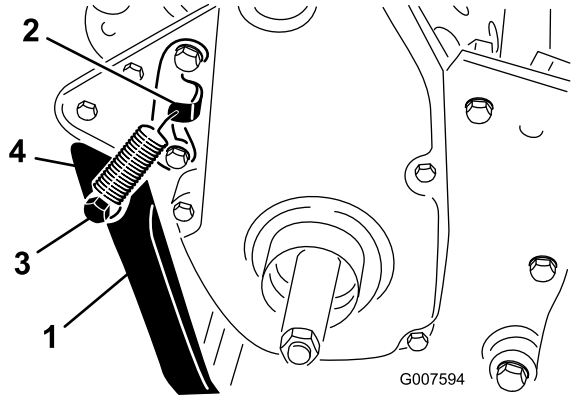

Figur 6
2. Haka fast fjädern i hålet i fjäderfästet och på fjädertappen samtidigt som du passar in stödet efter monteringshålen i den bakre ramen (Figur 6).
3. Montera stödet på båda sidor om ramen med en skruv, distansbricka, planbricka och låsmutter (Figur 6).